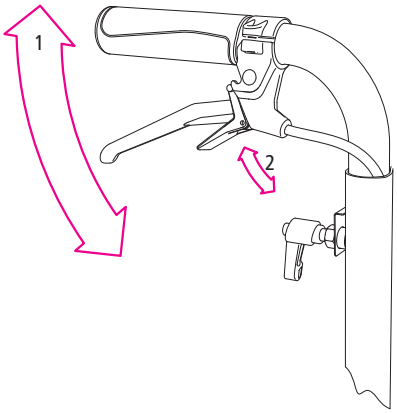

fig. 16
1. Tirando la leva del freno verso l'alto (1, fig. 16) è possibile frenare la sedia a rotelle in modo controllato.
2. Per posteggiare la sedia, è possibile bloccare la leva del freno. Azionare verso l'alto la piccola leva di blocco (2, fig. 16). che scatterà nella posizione più alta. Tirando la leva verso l'alto, il blocco si rilascia automaticamente e il freno viene sbloccato.